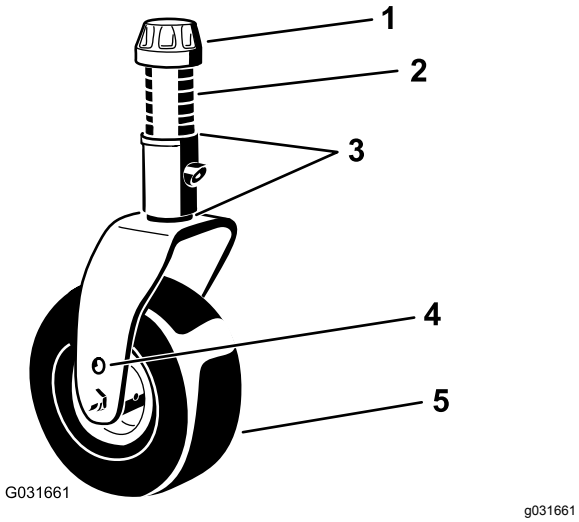

Figur 38
4. Brug den medfølgende styrehjulshættenøgle til at løsne strammehætten. Fjern den fra styrehjulsspindlens aksel, og skub styrehjulets aksel ud af styrehjulsarmen (Figur 38).